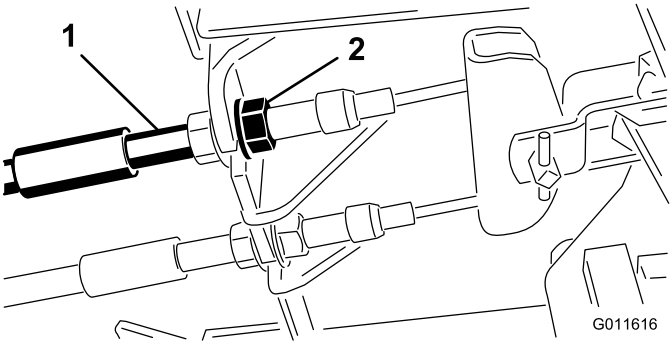

Figur 70
1. Dra åt bromsarna genom att lossa den främre muttern på bromskabelns gängade ände för att minska bromspedalernas spel (Figur 70).